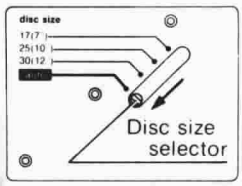

Fig. 7
9. Set the disc size selector knob back to the auto position. **(See Fig. 7.)**